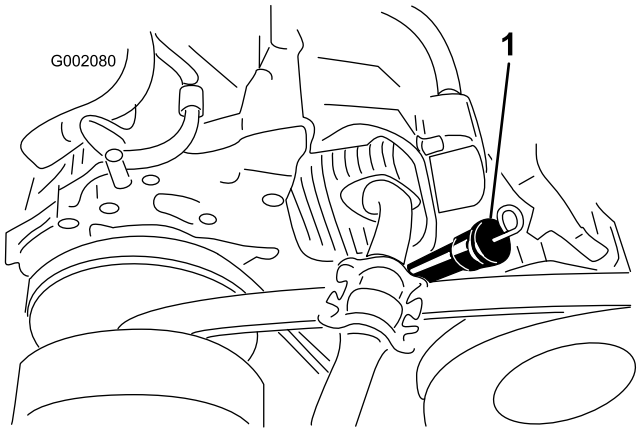

Figuur 16
3. Maak de omgeving van de vulbuis (Figuur 16) schoon met een vod zodat vuil niet in de vulbuis kan vallen en de motor beschadigen.
4. Verwijder de oliepeilstok en veeg het uiteinde schoon (Figuur 16).
5. Schuif de oliepeilstok helemaal in de vulbuis (Figuur 16).
8. Steek de oliepeilstok helemaal in de opening (Figuur 16).